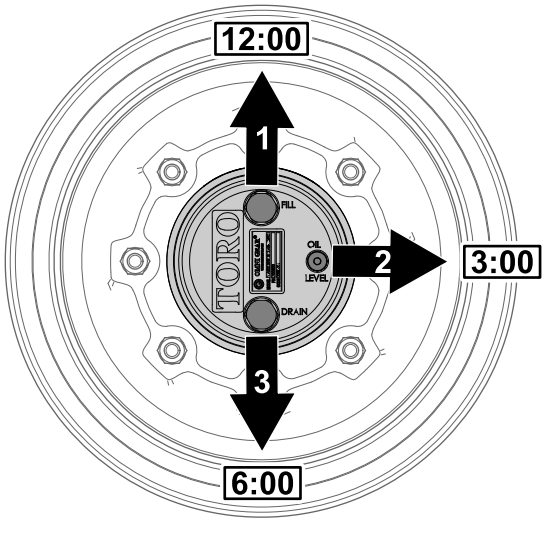

Figur 99
1. Med maskinen på en jevn flate plasserer du hjulet på en slik måte at påfyllingspluggen er plassert i urviserstilling kl. 12, kontrollpluggen i urviserstilling kl. 3 og tappepluggen i urviserstilling kl. 6 (Figur 99).
2. Ta ut kontrollpluggen, som er i klokken tre-stilling (Figur 99).
1. Med maskinen på en jevn flate, plasser hjulet slik at fyllpluggen er plassert i urviserstilling kl. 12, kontrollpluggen i urviserstilling kl. 3 og tappepluggen i urviserstilling kl. 6. Se Figur 99 i Sjekke smøremiddel i planetgiret (side 66).